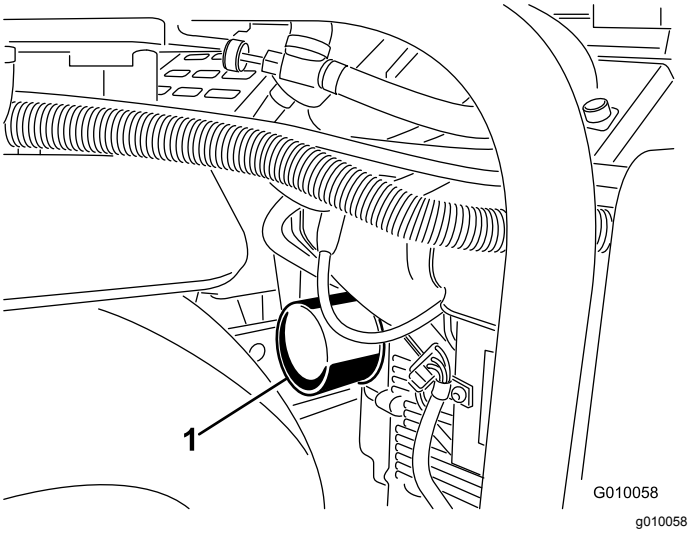
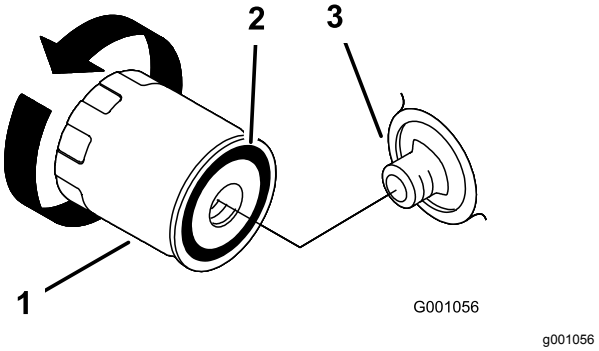

Figur 48
Figur 49
5. Sätt ett grunt kärl eller en trasa under filtret för att fånga upp oljan (Figur 48).
6. Ta bort det gamla filtret (Figur 48 och Figur 49) och torka rent ytan på filteradapterpackningen.